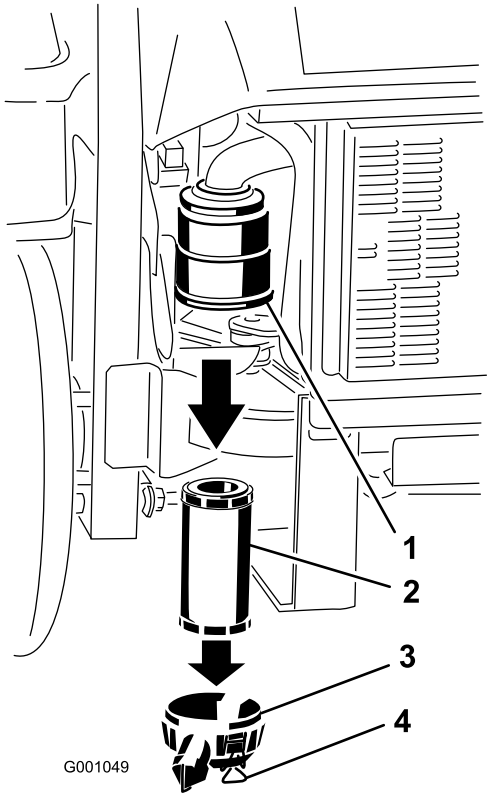

Figur 58
3. Åpne låsene på luftrenserdekslet og trekk luftrenserdekslet av luftrenserkroppen (Figur 58).
5. Skyv filteret forsiktig ut av luftrenserhuset (Figur 58).